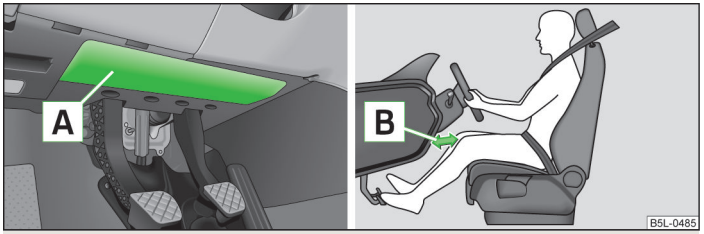

Fig. 142 **Driver's knee airbag below the steering column**
The driver's knee airbag A is located in the lower part of the dash panel below the steering column » Fig. 142.
- Adjust the driver's seat in a forward/back direction so that there is a gap of at least 10 cm between the legs B and the dash panel in the vicinity of the knee airbag » Fig. 142. If it is not possible to meet this requirement due to your body size, visit a specialist garage.